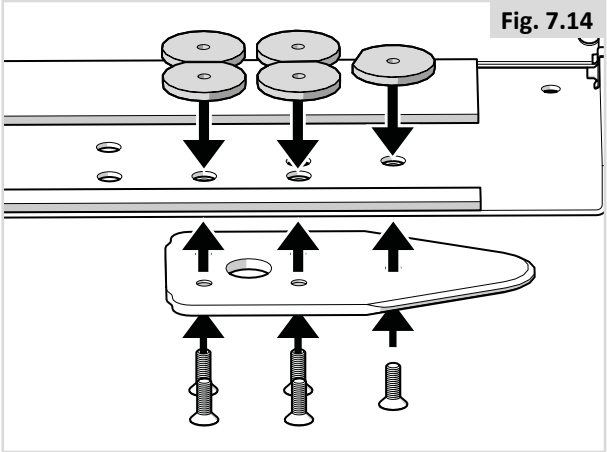

Fig. 7.14
9. Fixez les cinq vis avec la ou les entretoises en plastique (pour éviter tout contact entre les batteries et les écrous) et la plaque de verrouillage sous le châssis du fauteuil. Couple de serrage : 16-18 Nm (Fig. 7.14).